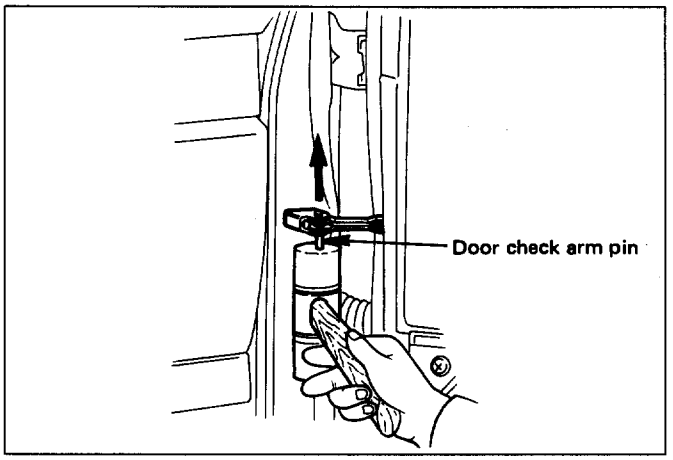

Fig. 10-27
1. **Door check arm pin (Fig. 10-27)**